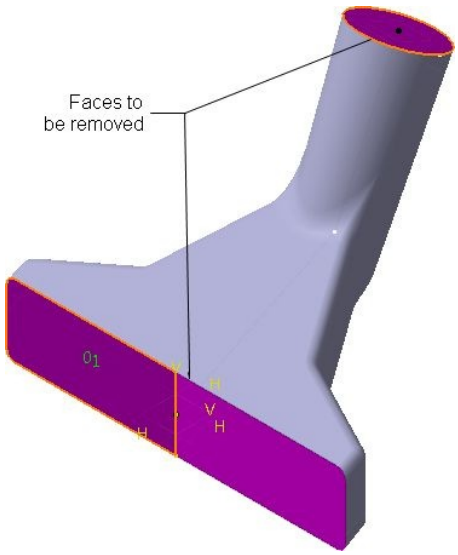

Figure 6-92 *Faces to be removed*
d. Shell the model using the **Shell** tool, refer to Figures 6-92 and 6-93.
2. Select the faces to be removed, as shown in Figure 6-92.